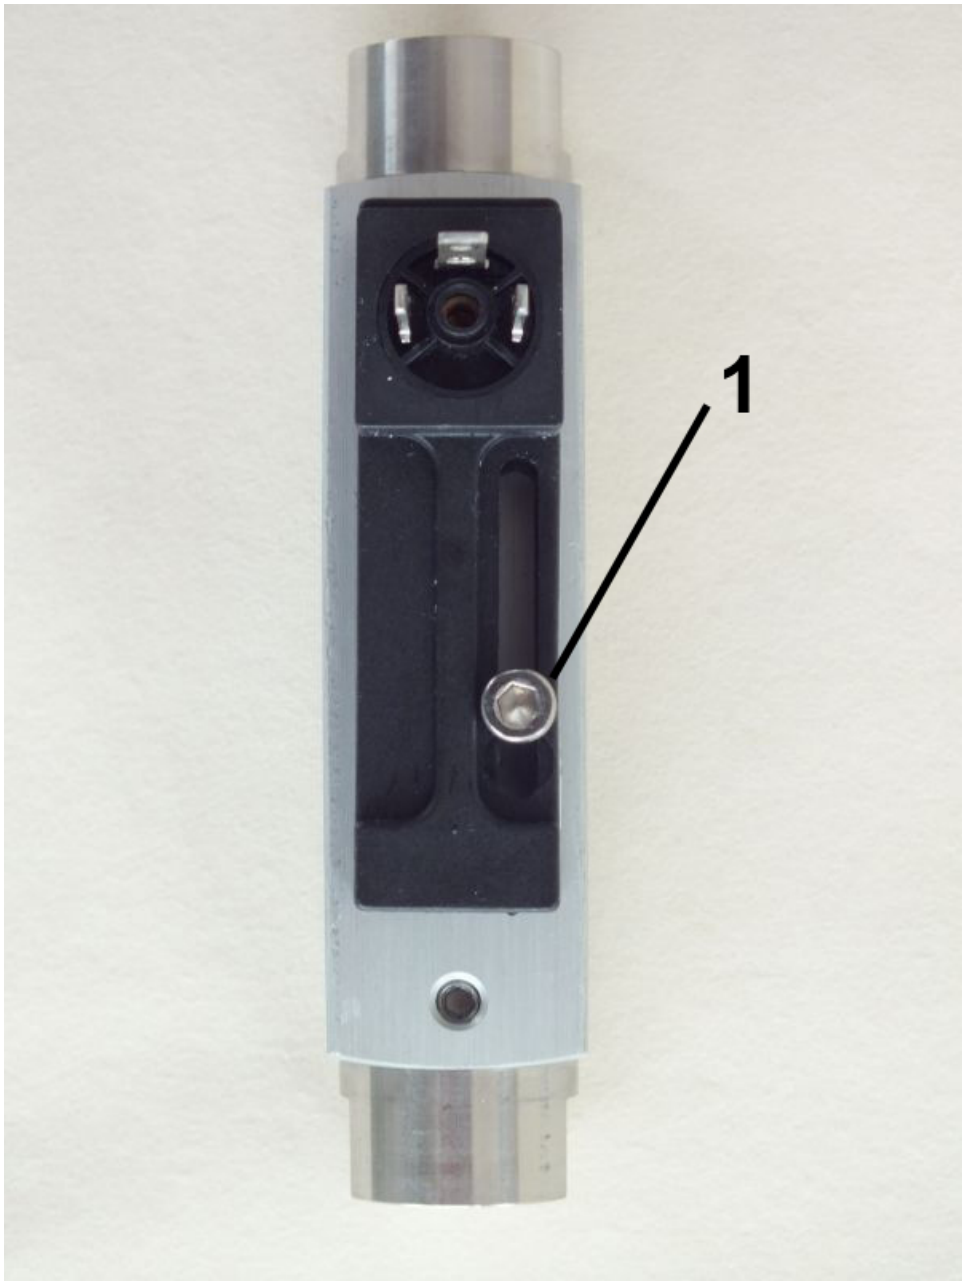

Fig. 32: Loosen set screw
2. Loosen the set screw of the switch contact (*Fig. 32*/1) using a hex screwdriver.
6. Re-tighten the switch contact set screw (*Fig. 32*/1) using a hex screwdriver. When doing so, observe the correct tightening torque of the screw.